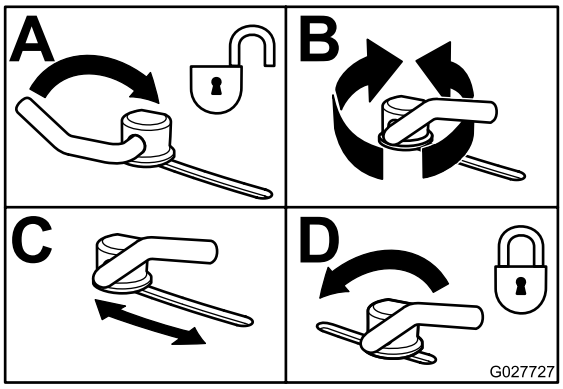

Rysunek 23
3. Aby wyregulować blokady krzywek, przechyl dźwignię w górę. Dzięki temu blokada krzywki będzie poluzowana (Rysunek 23).
5. Przechyl dźwignię z powrotem, aby docisnąć przegrodę i blokady krzywek (Rysunek 23).